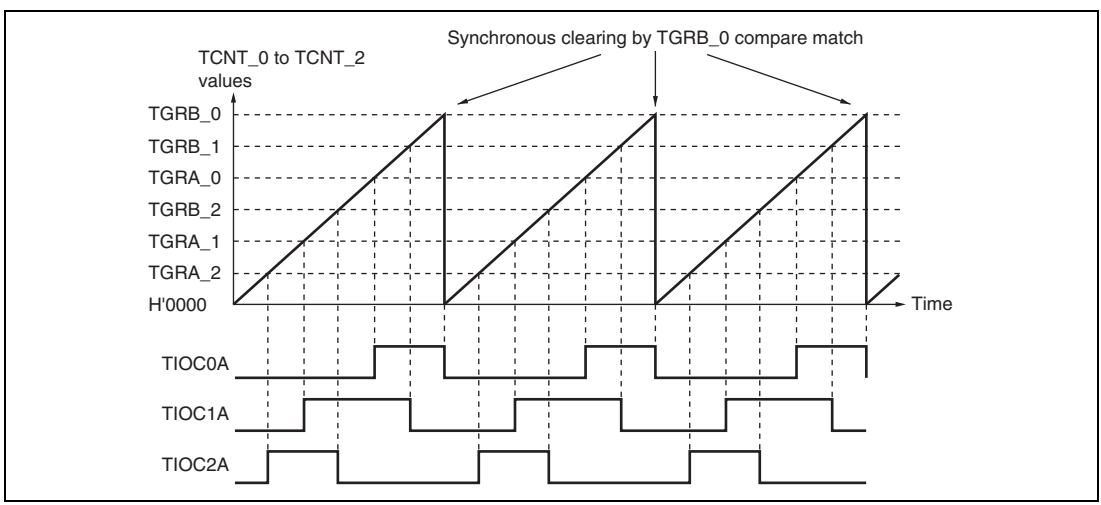

**Figure 10.13 Example of Synchronous Operation**
**Example of Synchronous Operation:** Figure 10.13 shows an example of synchronous operation.